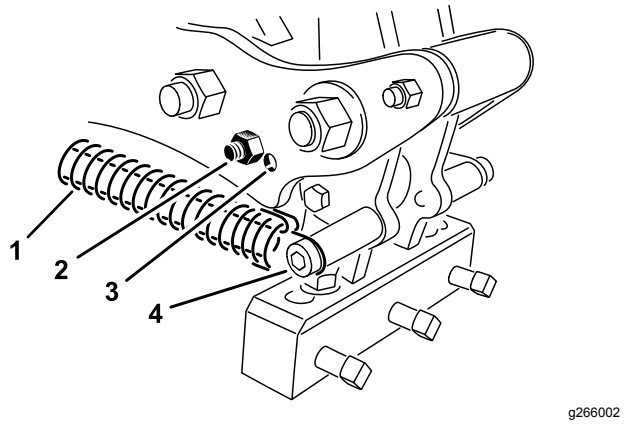

Figur 37
25,4 cm skal hovedstødfangeren placeres tættest på den bageste del af tinehovedet. Du får muligvis brug for den anden position – hullet længst væk fra hovedet (Figur 37) – afhængigt af forskelle i jordforholdene.
3. Frigør fjederspændingen på tinehovedet (Figur 37).
4. Fjern støddæmperbolten og støddæmperen fra forbindelsesarmen, og sæt dem i det andet justeringshul (Figur 37).